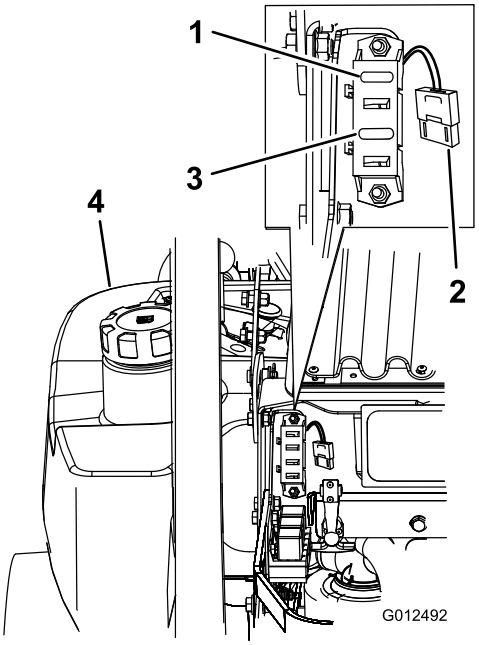

Figuur 59
1. Maak de motorkap open om toegang te krijgen tot de zekeringhouder (Figuur 59).
3. Monteer een nieuwe zekering (Figuur 59).